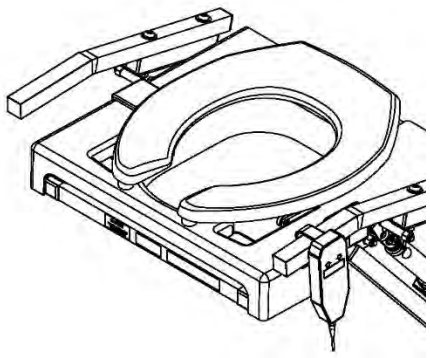

FIG. 27
11.5 TILT shown lowered with plastic shield in place (FIG. 27).